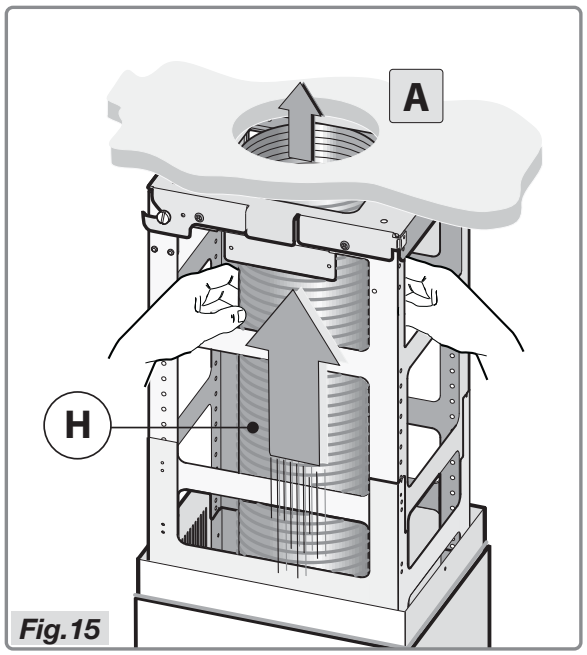

Fig.15
- Verbind de buis **H** (niet meegeleverd) op de luchtafvoeropening **A** (Fig.15).